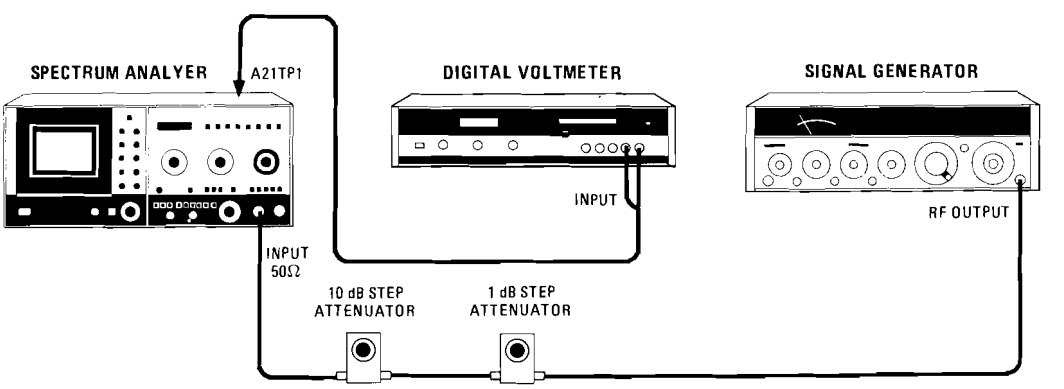

Figure 5-23. Step Gain Adjustment Test Setup
b. Reconnect power cord, set LINE switch ON, connect equipment as shown in Figure 5-23, and set 8565A controls as follows: